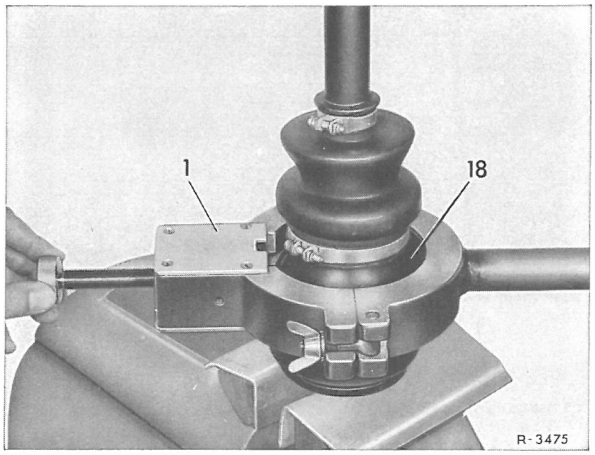

Fig.35-4/2
1 Kardanleddets anslagskappe (18)skæres op med skæreværktøjet(1)på den ombukkede kant (fig.35-4/2).